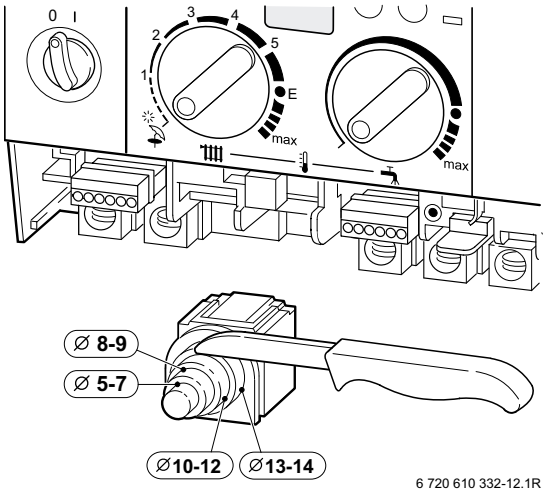

Afb. 37
- Voor spatwaterdichtheid (IP): Het gat van de kabeldoorvoering net zo groot maken als de kabeldiameter, afb. 37.
- Voor spatwaterdichtheid (IP): Het gat van de kabeldoorvoering net zo groot maken als de kabeldiameter (zie afb. 37).